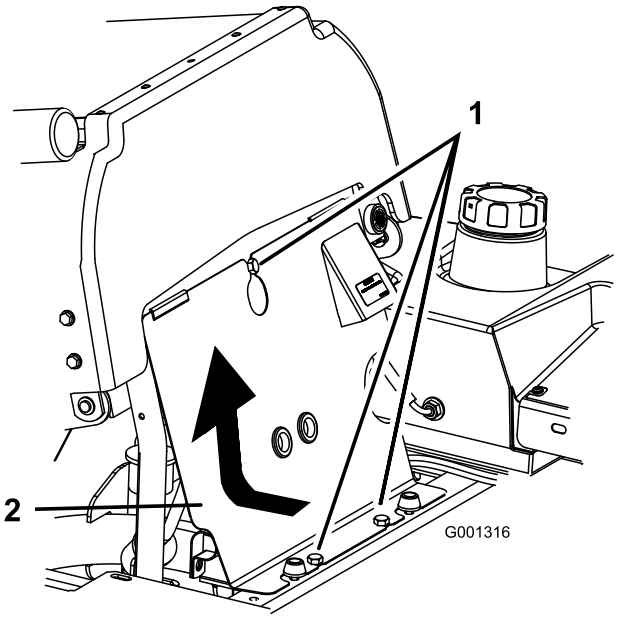

Figur 42
1. Vipp setet fremover, løsne boltene og ta bort det fremre motorpanelet (Figur 42).